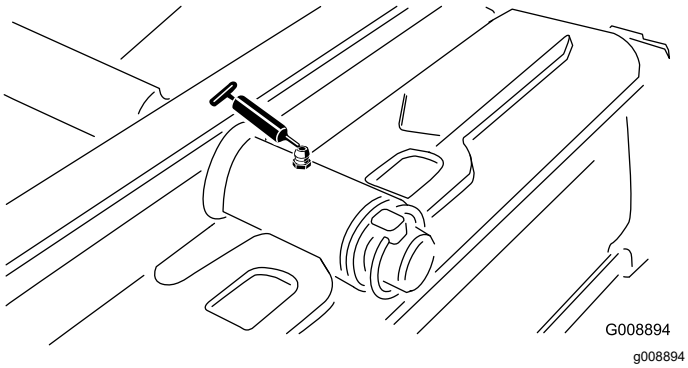

**Figur 60**
- Bakre klippenhetstapp (Figur 60)